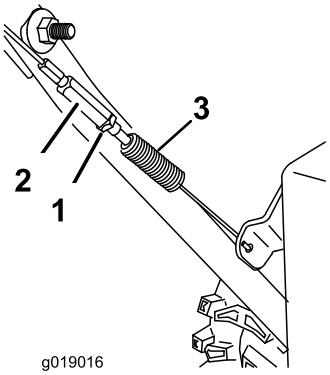

Figur 36
4. Dra åt kontramuttern (Figur 36) och se till att kabeln är något spänd.